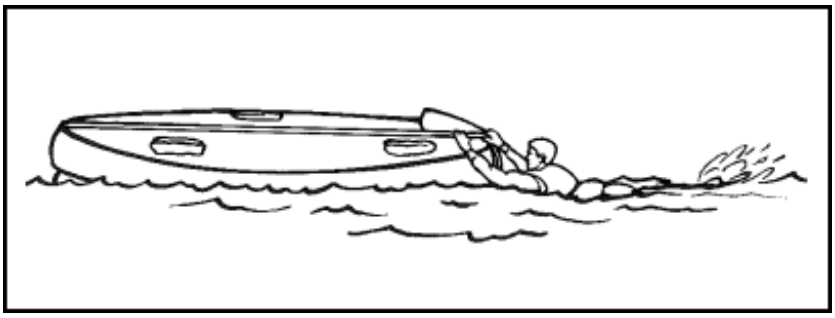

Figure 10-32. Getting Aboard an Overturned Life Raft
- Swim to the side marked "RIGHT HERE." If it is not marked, go to the side where the CO_2 cylinder is located. Reach up and grab the righting strap. Start pulling yourself up onto the raft. It may help to kick your feet out as if swimming (Figure 10-32). If this does not work, try putting your feet or knees into the external lifelines to help you pull yourself up on the raft. Some rafts may right while you are climbing onto them. Others are more difficult to right.